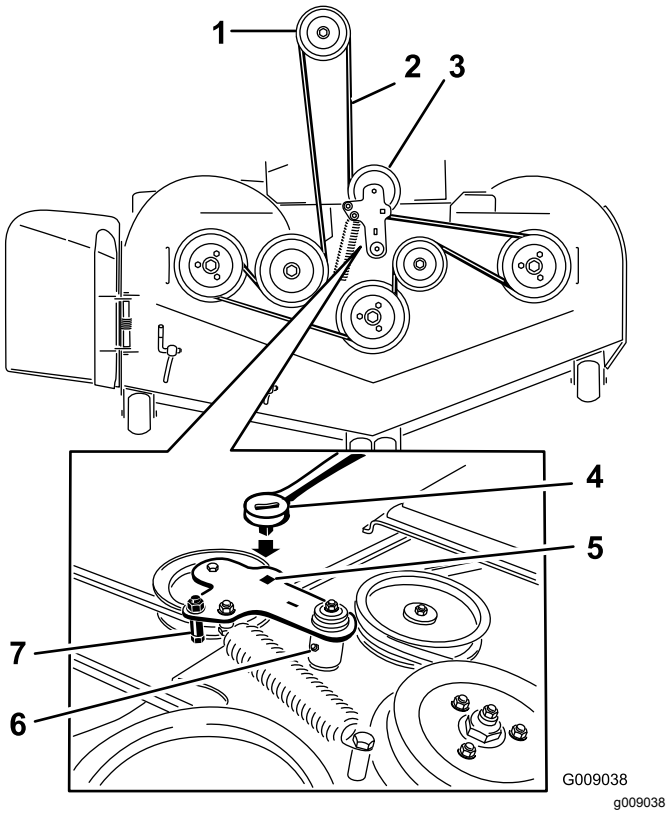

Figur 105
5. Lyft på fotplattan och för in en spärrhake i det fyrkantiga hålet i däckets remskiva (Figur 105).
6. Vrid däckets mellanskiva medurs och ta bort klipparremmen (Figur 105).